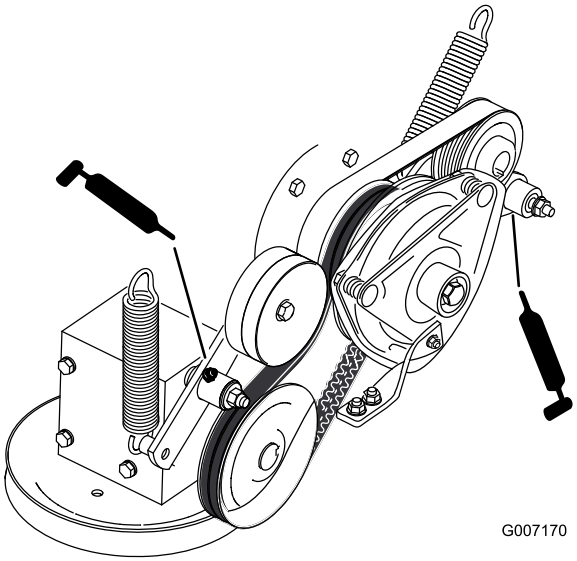

Rysunek 41
9. Nasmaruj ramię koła pasowego luźnego napędu PTO (Rysunek 41).
10. Nasmaruj ramię koła pasowego luźnego pompy (Rysunek 41).